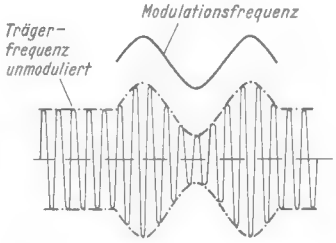
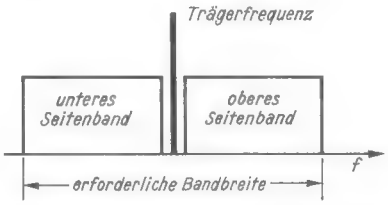

Bild 2.3. Hochfrequenz-Wellenzug, z. T. mit Amplitudenmodulation (schematisch)
Bild 2.4. Trägerfrequenz eines AM-Senders mit den bei Modulation mit Musik auftretenden Seitenbändern (schematisch)
Ursprünglich wurde beim Rundfunk nur die *Amplituden-Modulation (AM)* angewandt, bei der, wie der Name sagt und wie **Bild 2.3** schematisch zeigt, die Amplitude der Grund- oder Trägerwelle im Rhythmus der Modulationsfrequenzen vergrößert und verkleinert wird. Dabei entstehen zu beiden Seiten der an sich unverändert bleibenden Trägerfrequenz zusätzliche *Seitenfrequenzen* (einmal die Summe und dann die Differenz von Trägerfrequenz f_0 [sprich: eff-null] und Modulationsfrequenz f_m, also $f_0 + f_m$ und $f_0 - f_m$). Sobald mit mehreren Frequenzen gleichzeitig moduliert wird und, wie zumeist, die Modulationsfrequenzen dauernd wechseln (Musik), entsteht oberhalb und unterhalb der Trägerfrequenz jeweils ein ganzes Frequenzband, dessen Ausdehnung die höchste Modulationsfrequenz bestimmt **(Bild 2.4).** Beide Seitenbänder zusammen ergeben das *Frequenzband des Senders*. Die Sollbreite dieser Frequenzbänder (= 2 × höchste Modulationsfrequenz) hat man im Mittelwellenbereich (MW) wegen der übergroßen Zahl unterzubringender Sender auf 9 kHz beschränkt, obwohl diese *Bandbreite* für eine gute Musikwiedergabe nicht ausreicht.